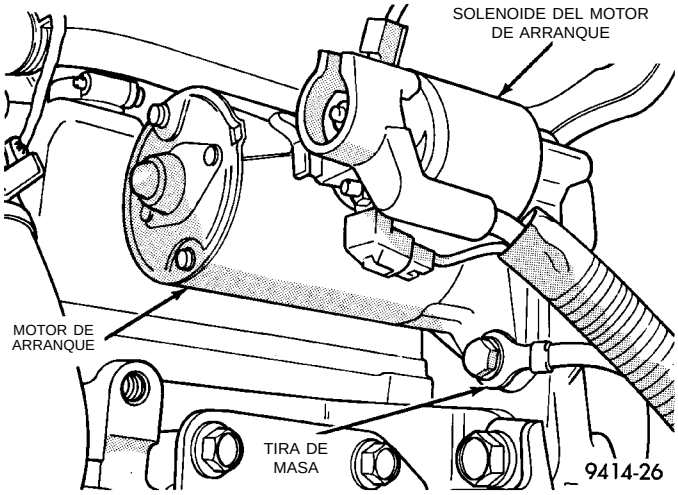

Fig. 40 Motor de arranque y tira de masa
(11) Verifique la conexión eléctrica del ventilador del radiador.
(12) Verifique si existe corrosión en las conexiones eléctricas del solenoide del motor de arranque. Verifique la conexión del cable de masa existente debajo del motor de arranque (Fig. 40).